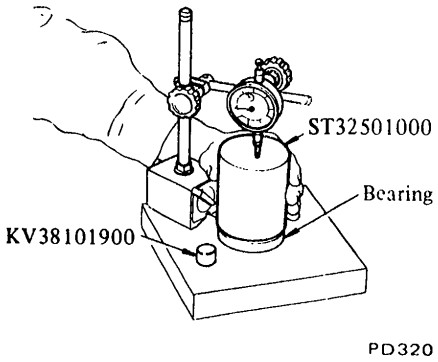

Fig. PD-10 Measuring bearing width
7. When replacing side bearing, measure bearing width using Master Gauge KV38101900 and Weight Block ST32501000 prior to installation. See Figure PD-10.